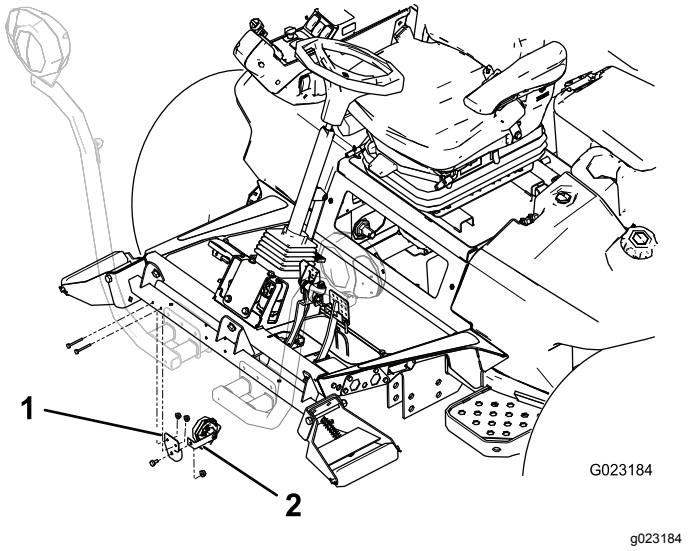

Figura 10
1. Prenda a cinta da buzina ao suporte da buzina com um parafuso (⅜ x ⅝ pol.) e porca flangeada (⅜ pol.) como se mostra na Figura 10.
2. Monte o suporte da buzina na parte posterior do tubo de suporte do rolo com dois parafusos (¼ pol. x 2 pol.) e porcas (¼ pol.). Rode a buzina de forma a que fique virada para baixo (Figura 10).